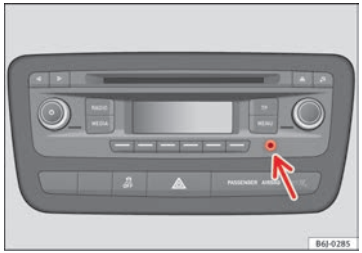

Fig. 89 AUX connection on the central console (depending on the equipment)
– Insert the plug as far as possible (see radio manual) ⇒ Fig. 89. ■